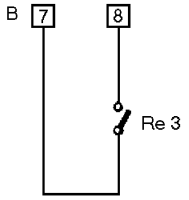

Fig 14
- Galvanisk adskilt strømrelæfunktion, se fig. 14 på side 67. Sluttende kontaktfunktion når svejsestrømmen løber.